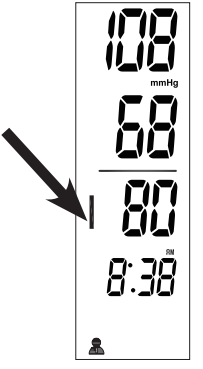

Fig. 3
5. Cuando la medición esté completa, el brazalete se desinflará automáticamente, y los resultados de la medición de su presión arterial y lectura del pulso aparecerán en la pantalla al mismo tiempo, Fig 3.
6. Las barras del indicador de hipertensión indicarán el rango de su lectura en el lado izquierdo de la pantalla, Fig. 3. Consulte en la página *57* la información para interpretar los resultados del indicador de hipertensión.